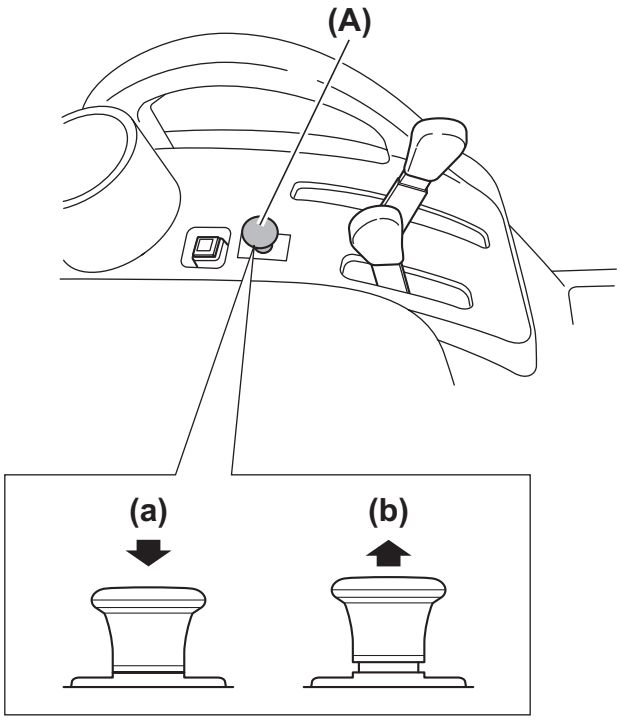

Fig. 1
5. Set Power Take Off (PTO) switch ON **(Fig. 1, (b))** and OFF **(Fig. 1, (a))**.